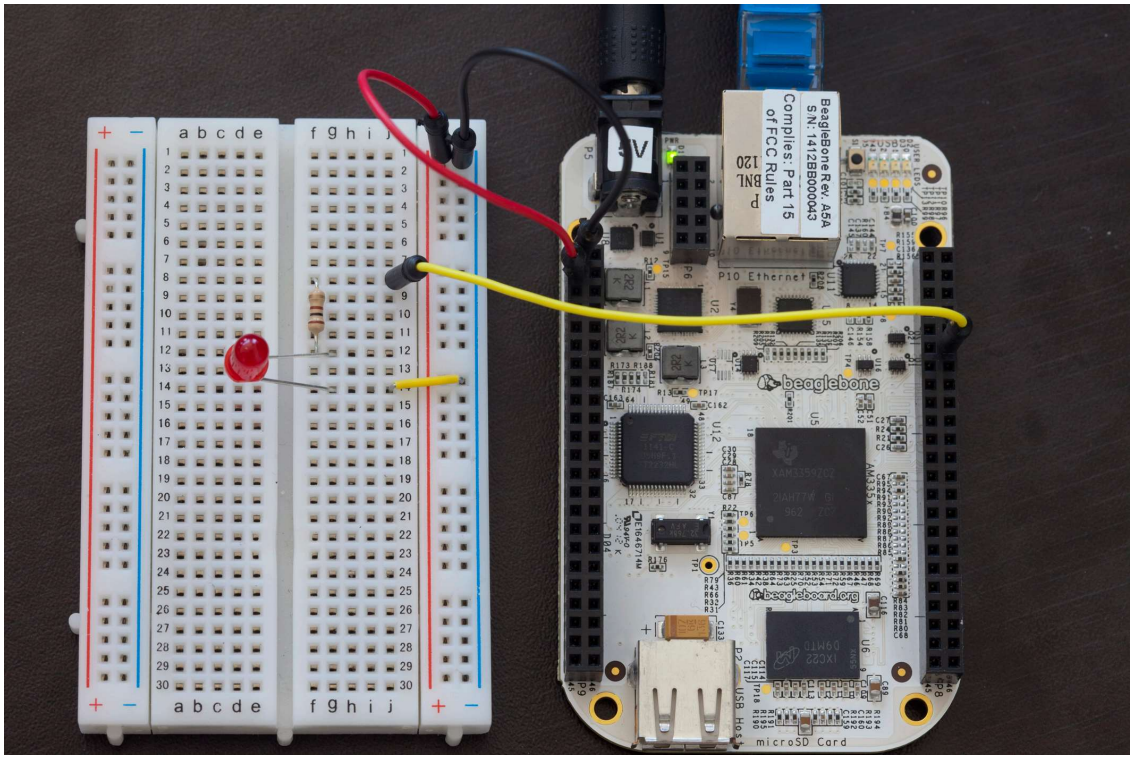

Figure 4-3. *Wiring up an LED to GPIO to pin 12 on header P8 (GPIO 44)*
6. Connect the other side of the 100 ohm resistor to pin 12 on header P8. On a 100 ohm resistor, the color bands printed on it will be brown, black, brown, and then gold or silver. Your circuit should look like Figure 4-3.